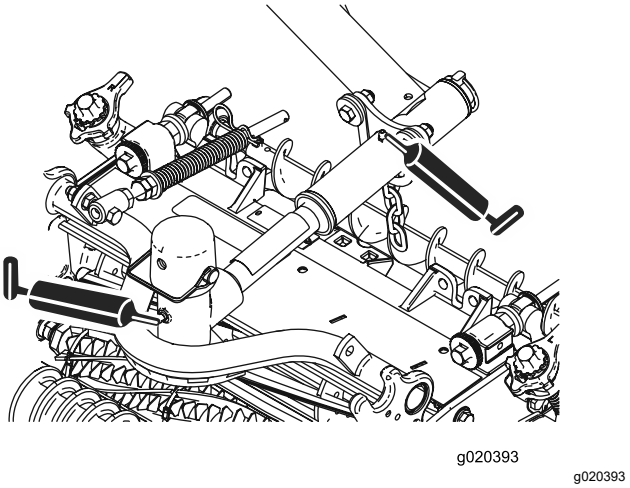

**Figur 59**
- Klippenhetens svängtappar (2 av varje), se Figur 59.